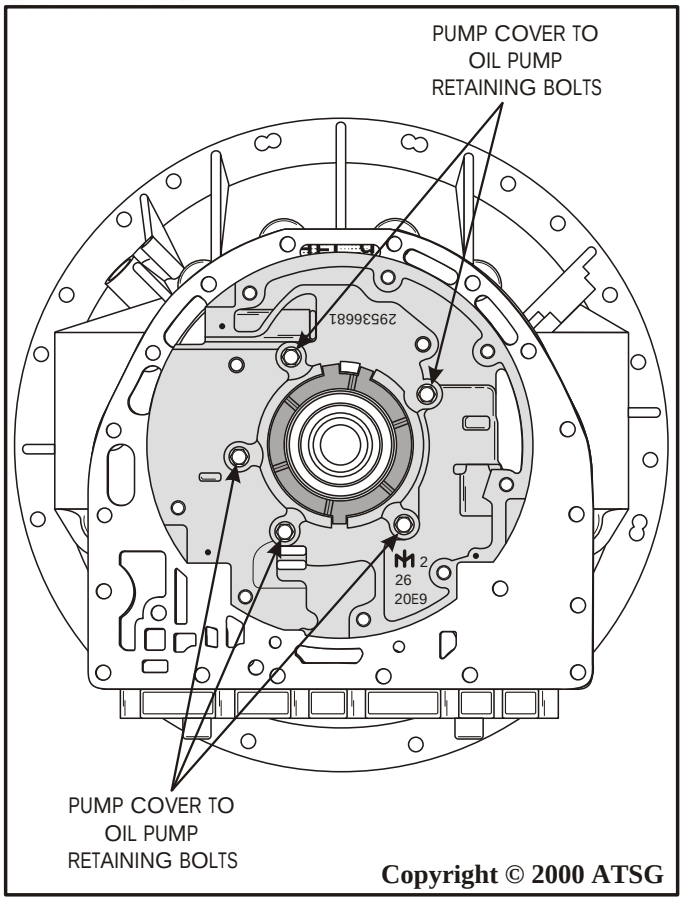
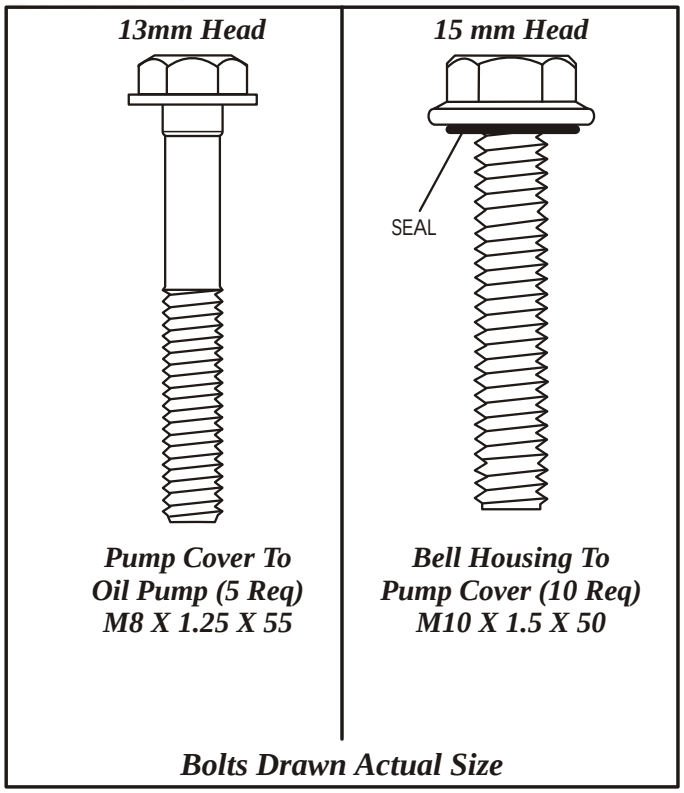
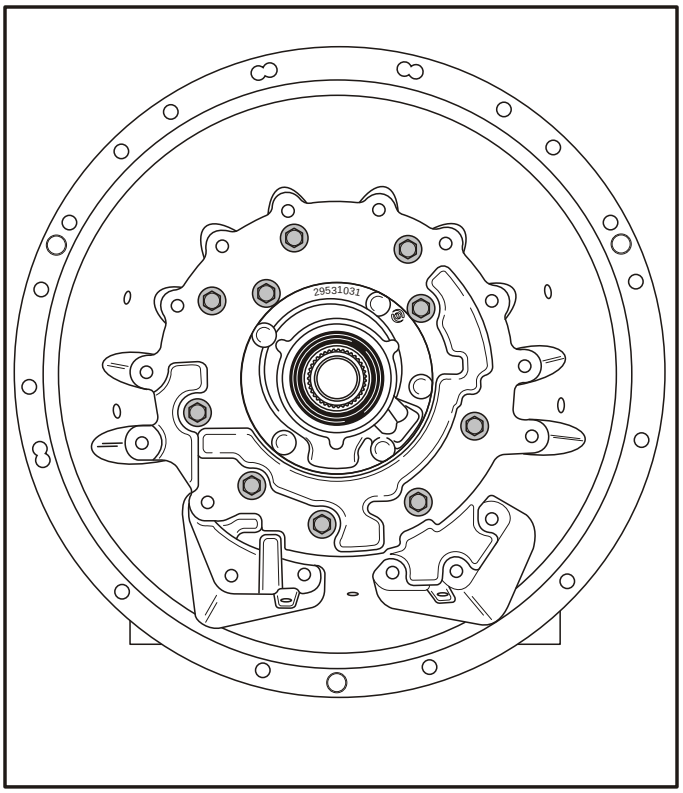

Figure 93
Figure 95
Figure 96
25. Install the 5 required pump cover to oil pump bolts, size identified in Figure 95 and location is identified in Figure 93, and torque the bolts to 27 Nm (20 ft.lb.).
27. Install the 10 required bell housing to pump cover bolts, size identified in Figure 95 and location is identified in Figure 96, and torque the bolts to 43 Nm (32 ft.lb.). ***Note: Notice in Figure 95 that these 10 bolts have a required seal on the bolt. Ensure that new seals are installed.***